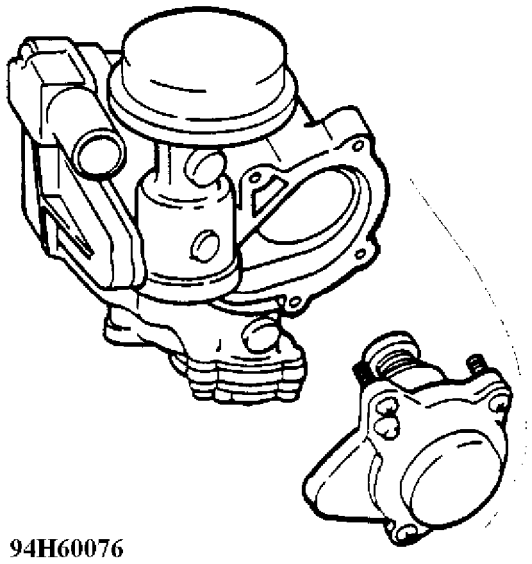

Fig. 10: Removing Cap and Switching Valve
6. Remove the cap and switching valve as shown in Fig. 10.